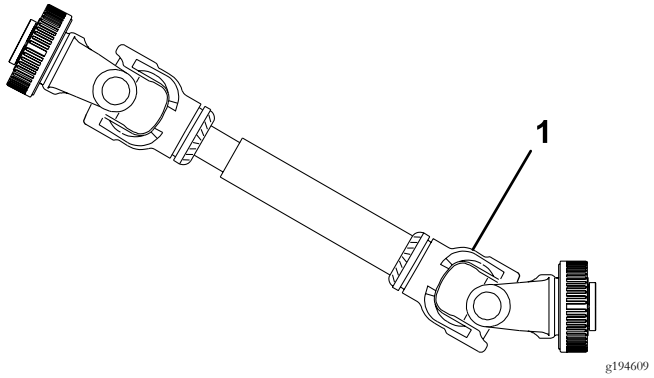

**Figur 25**
**Vigtigt: Når kraftudtaget indkobles, skal du være sikker på, at dybdelufteren ikke løftes højere end nødvendigt. Drejeleddet på kraftudtagsakslen går i stykker, hvis maskinen løftes for højt (Figur 25). Kraftudtaget kan anvendes i en vinkel på op til 25°, men kan aldrig overskride en 35° vinkel, når dybdelufteren er i sin højeste position, da der ellers kan opstå alvorlige akselskader.**